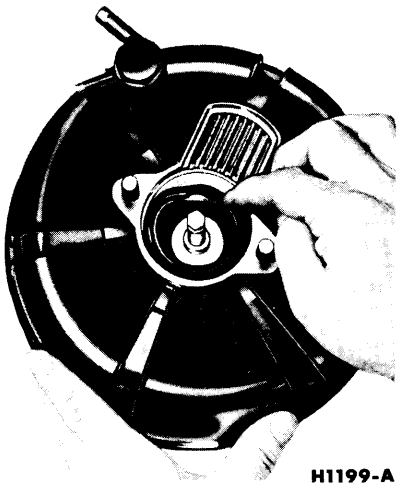

FIG. 5—Separation of Bellows, Control Valve, and Diaphragm Assembly From Booster Body
3. Push the bellows assembly into the vacuum chamber (Fig. 5), and separate the bellows, control valve and diaphragm assembly from the booster body.
2. Install the diaphragm, the control valve components, and the bellows as an assembly to the booster body. **Make sure that the lip of the diaphragm is evenly positioned on the retaining radius of the booster body.** Pull the front lip of the bellows through the booster body and position it around the outer groove of the booster body (Fig. 5).